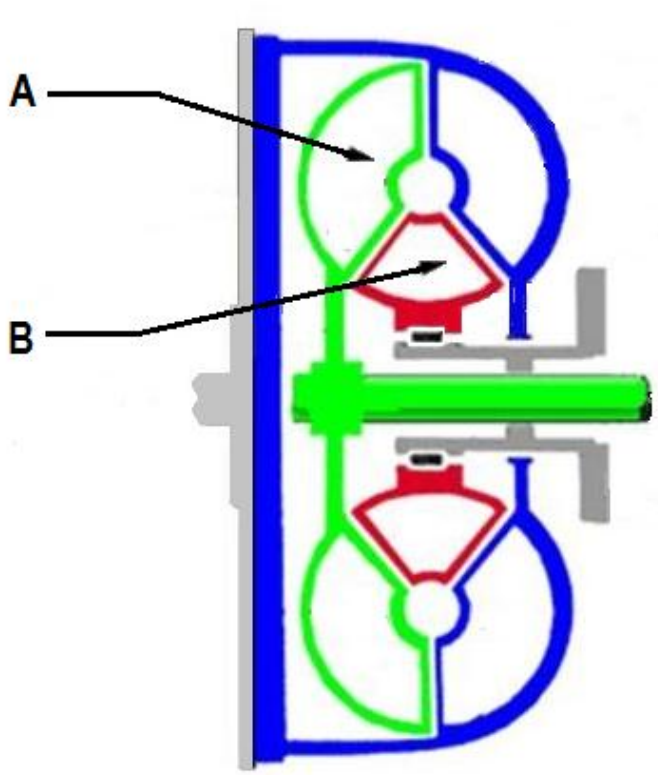

Figuur 3
3.2 FIGUUR 3 hieronder illustreer die interne uitleg van 'n komponent, wat algemeen gebruik word in vloeistofkoppelings ('fluid clutches').
3.2.1 Identifiseer die komponent in Figuur 3 hier bo. (1)
3.2.2 Identifiseer en beskryf die verskil tussen die twee elemente genommer A en B in Figuur 3. (6)